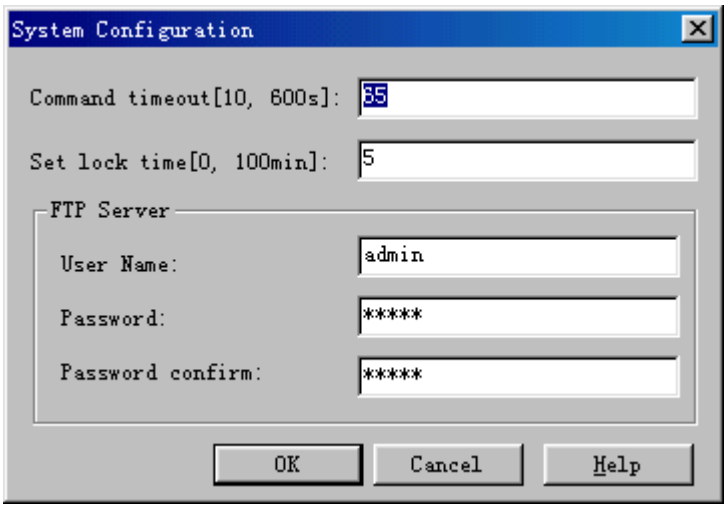

Figure 4-6 System Configuration dialog box
3) Choose **System** -> **System Configuration**. The **System Configuration** dialog box opens up as shown in Figure 4-6.